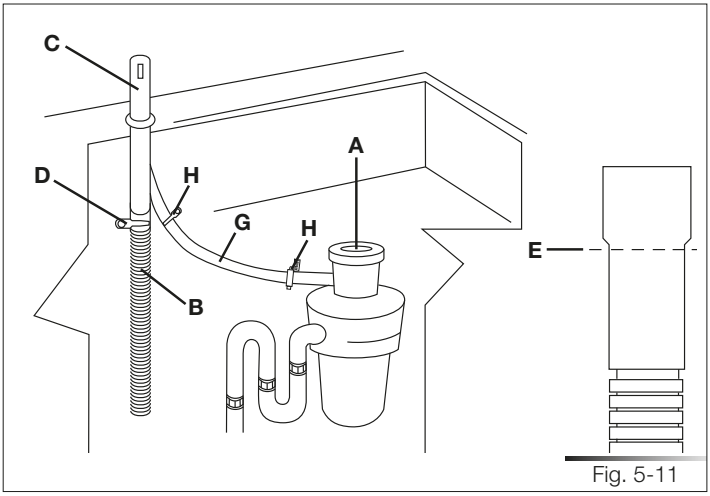

Fig. 5-11
1. Quite el tapón extraíble del triturador de desechos (ref. A fig. 5-11).
2. Conecte el tubo de evacuación del lavavajillas (ref. B fig. 5-11) al hueco de aire (ref. C fig. 5-11) mediante la amplia abrazadera de muelle (ref. D fig. 5-11); si es necesario, corte el extremo del tubo de evacuación del lavavajillas (ref. E fig. 5-11) (no corte la sección ondulada). Si se ha cortado el tubo de evacuación, utilice una abrazadera de destornillador* de 38 a 50 mm (de 1-1/2 a 2").
3. Para conectar el hueco de aire (ref. C fig. 5-11) a la entrada del triturador de desechos (ref. F fig. 5-11), utilice un empalme de goma* (ref. G fig. 5-11) con abrazaderas de muelle o de destornillador* (ref. H fig. 5-11).